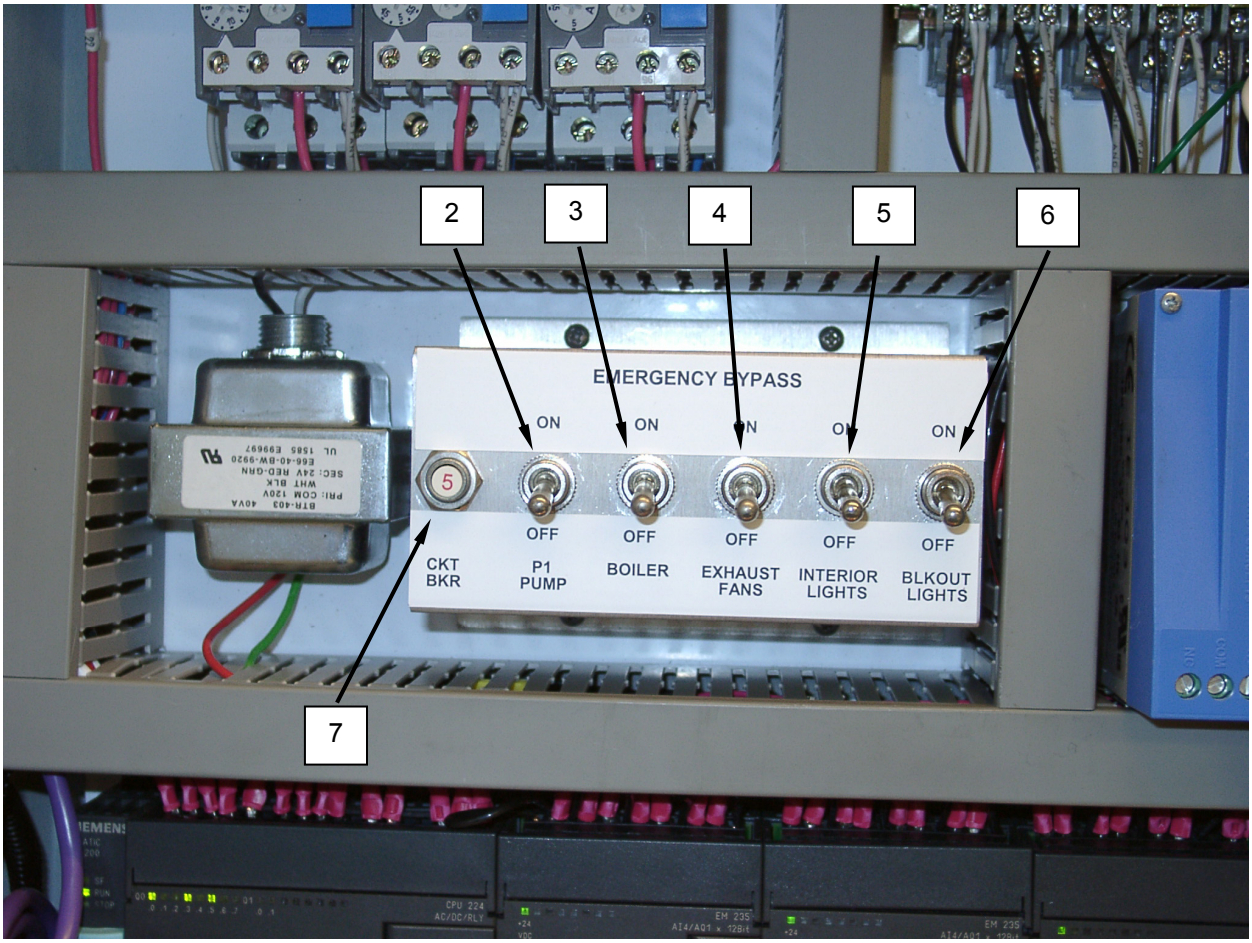

Figure 2. PLC Emergency Bypass Switches.
The P-1 pump **(Figure 2, Item 2)**, the boiler **(Figure 2, Item 3)**, the exhaust fans **(Figure 2, Item 4)**, the interior lights **(Figure 2, Item 5)**, and the blackout lights **(Figure 2, Item 6)** can be manually operated. A 5 A circuit breaker **(Figure 2, Item 7)** protects the system.
2. Operate the CBL lighting by switching the interior lights switch **(Figure 2, Item 5)** to ON.
3. If necessary, operate the exhaust fans by switching the exhaust fans switch **(Figure 2, Item 4)** to ON.
4. Turn the P-1 pump **(Figure 2, Item 2)** on.
5. Turn boiler **(Figure 2, Item 3)** on.